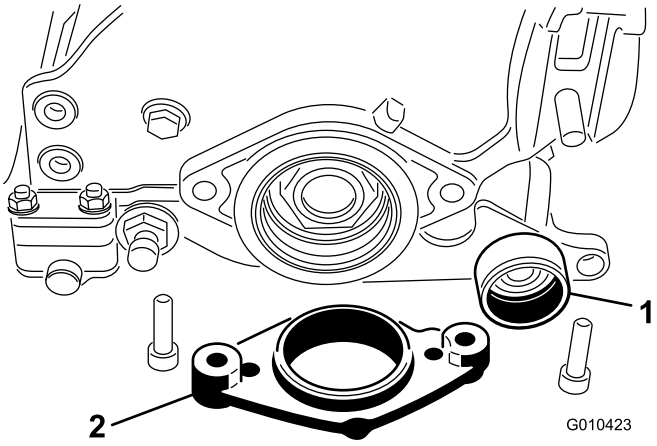

Рисунок 9
6. Нанесите консистентную смазку на правую опору подшипника боковой плиты и на конец вала механической щетки (Рисунок 9).
7. Другой конец вала механической щетки вставьте в правую опору подшипника боковой плиты (Рисунок 9).
8. Вставьте монтажную опору двигателя в боковую плиту (Рисунок 9).
9. Прикрепите монтажную опору двигателя и боковую плиту к правому концу режущего блока двумя ранее снятыми болтами и гайками (Рисунок 9).